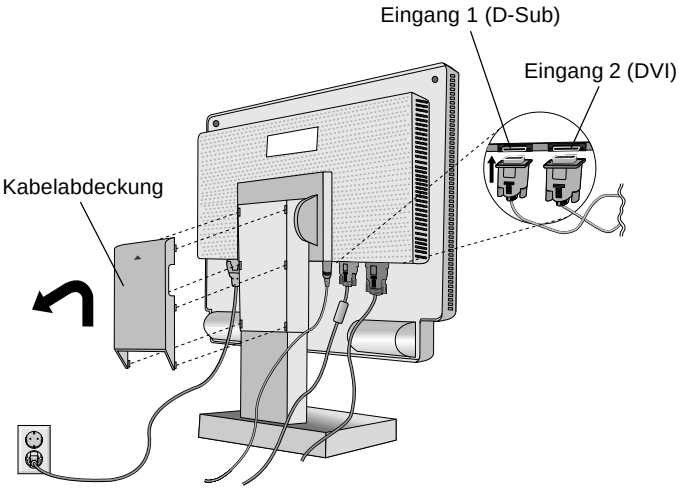

Abbildung D.1
4. Entfernen Sie die Kabelabdeckung. Stecken Sie den Mini-D-SUB-Stecker (15 Stifte) des Signalkabels und das DVI-Kabel (nicht mitgeliefert) in die entsprechende Buchse auf der Rückseite des Monitors (**Abbildung D.1**).